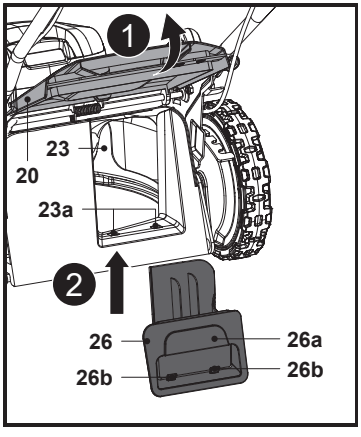

Rys. 12
1. Otworzyć osłonę deflektora (20), przytrzymać zagłębiony uchwyt (26a) i włożyć wkładkę mulczującą (26) do tylnej rury wylotowej (23) (rys. 12). Upewnić się, że dwa zaciski blokujące (26b) zatrzasnęły się w wycięciach (23a).